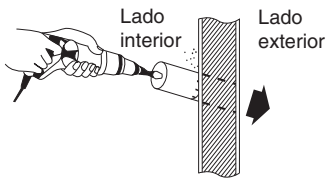

Fig. 3-7
(4) Utilizando una sierra de arco, una sierra de orificio muescada o un instrumento de perforación de orificios, realice un orificio en la pared. Consulte la Tabla 3-1 y la Fig. 3-7.